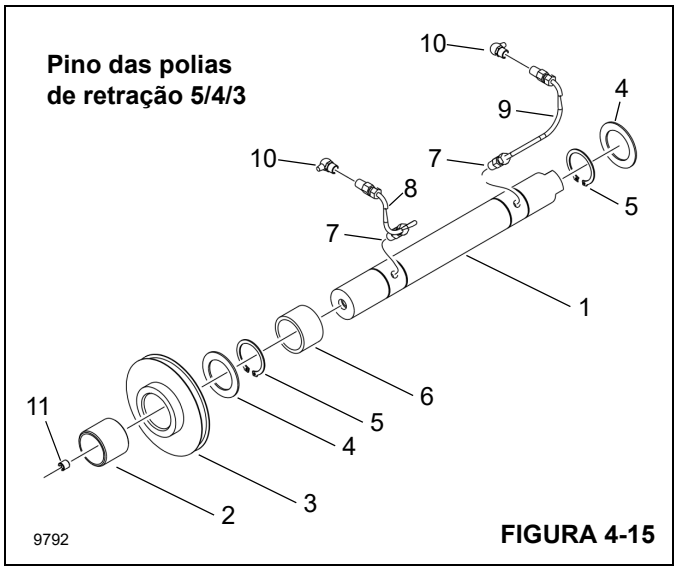

FIGURA 4-15
14. Desmonte o pino da polia de retração 5/4/3 (1, Figura 4-15) da seguinte forma:
a. Remova os rolamentos (2) e as polias 5/4/3 (3).
b. Remova os rolamentos (2) das polias (3).
c. Remova as arruelas (4), os anéis de retenção (5) e os espaçadores (6).